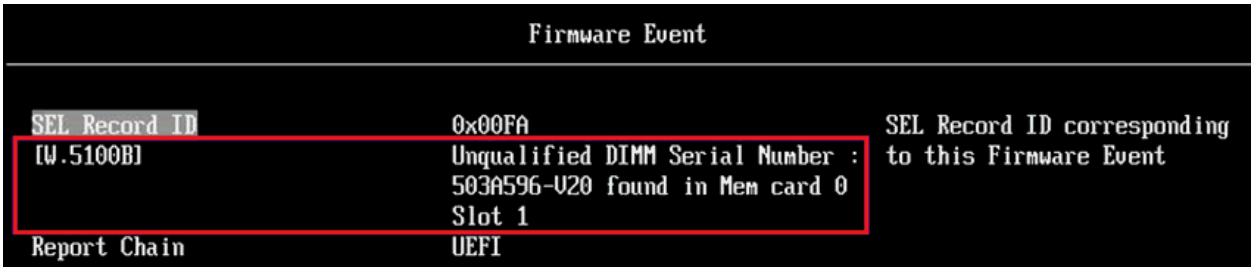

**Figure 41: Non-Lenovo qualified DIMM error log in UEFI Firmware Event**
**Figure 41** shows a non-Lenovo qualified DIMM error log in UEFI Firmware Event.